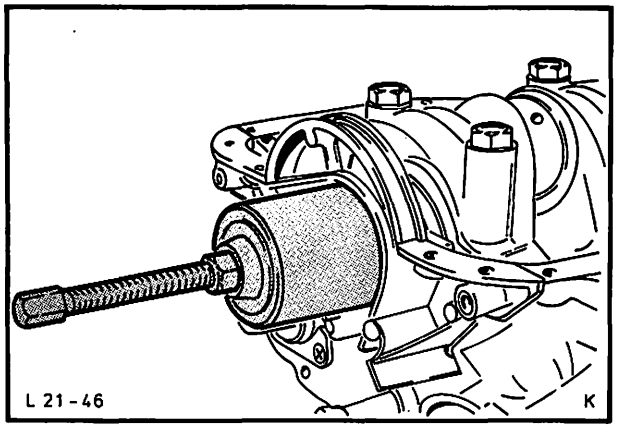

Abb. 61 Stirndeckel mit Spezialwerkzeug 21-009-A zentrieren
37. Stirndeckel – Kurbelwelle mit neuem Radialdichtring und neuer Dichtung zur Dichtfläche – Ölwanne ausrichten, dazu Spezialwerkzeug 21-009-A verwenden, Abb. 61, damit die Dichtlippe nicht beschädigt wird. Stirndeckel mit vorgeschriebenem Drehmoment anziehen.